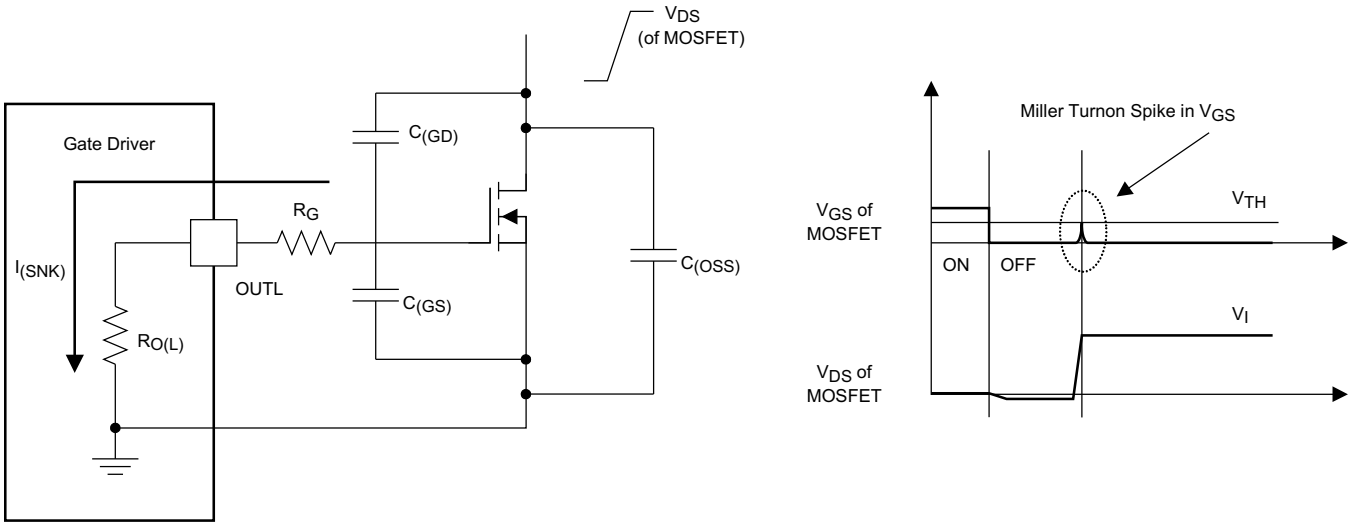

Figure 24. Very-Low Pulldown Impedance in UCC27511 and UCC27512, 4-A and 8-A Asymmetrical Drive (Output Stage Mitigates Miller Turnon Effect)
An example of a situation where the Miller turnon effect is a concern is synchronous rectification (SR). In an SR application, the dV/dt occurs on the MOSFET drain when the MOSFET is already held in off state by the gate driver. The current discharging the $C_{(GD)}$ Miller capacitance during this dV/dt is shunted by the pulldown stage of the driver. If the pulldown impedance is not low enough then a voltage spike can result in the V_{GS} of the MOSFET, which can result in spurious turnon. This phenomenon is shown in Figure 24. The UCC27511 and UCC27512 device offers a best-in-class, 0.375-Ω (typ) pulldown impedance boosting immunity against Miller turnon.